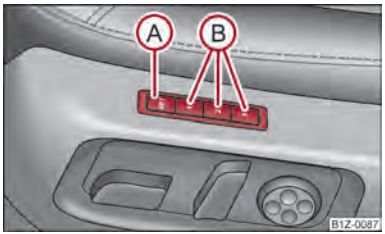

Fig. 44 Driver seat: Memory buttons and SET button
– Press button **SET** Ⓐ ⇒ fig. 44.
Memory for the seat offers the possibility to store the individual driver seat and external mirror position. An individual position can be allocated to each of the three memory buttons Ⓑ ⇒ fig. 44, that is three in total. After pressing the corresponding memory button Ⓑ, the seat and the exterior mirror are automatically moved into the positions which have been allocated to this button ⇒ page 62.
– **By pressing briefly:** briefly press the desired memory button Ⓑ ⇒ fig. 44. The seat and exterior mirror are moved automatically into the stored positions (this applies only if the ignition is switched on and the speed is less than 5 km/h).